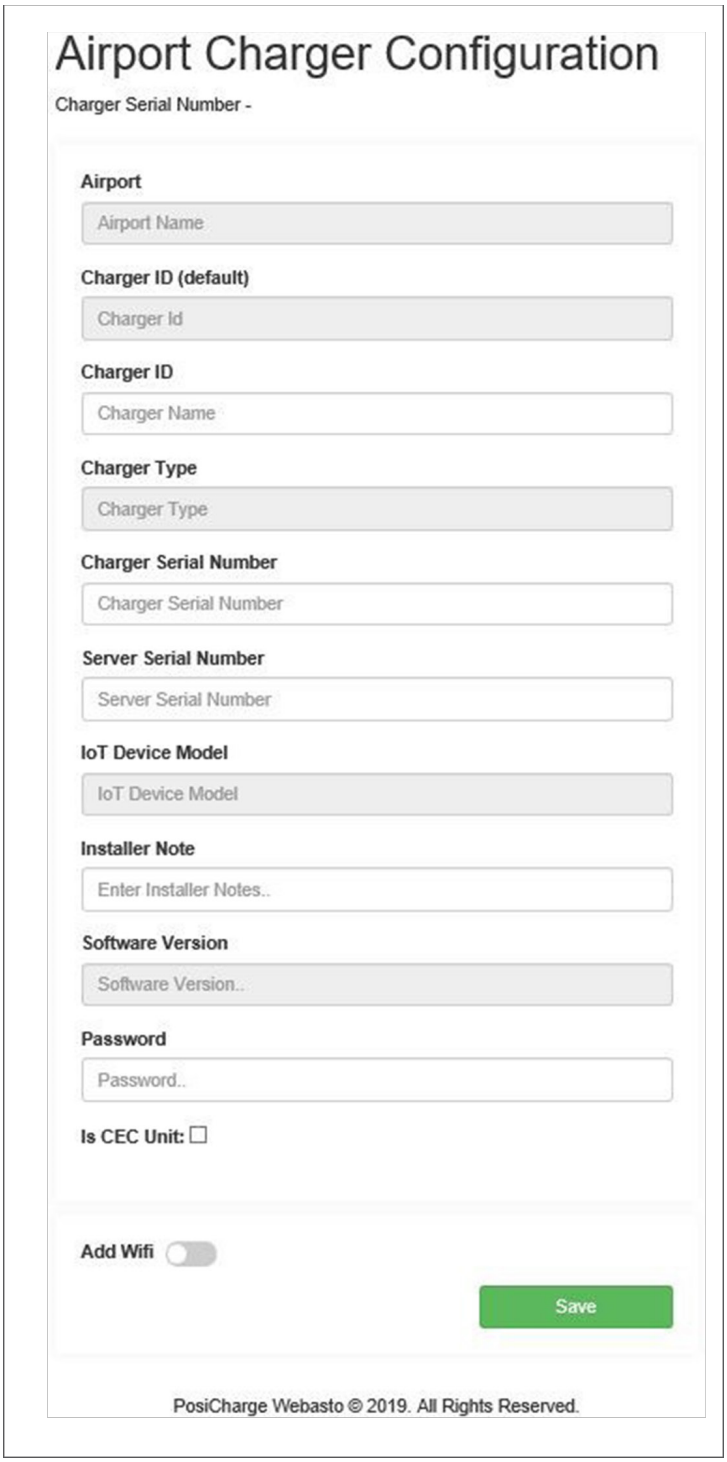

Figure 32 – Airport Charger Configuration
4. Log in at the Airport Installer login window, using the airport credentials supplied by Webasto Charging Systems, Inc. (WCSI). The Airport Charger Configuration window (Figure 32) is displayed after a successful login.